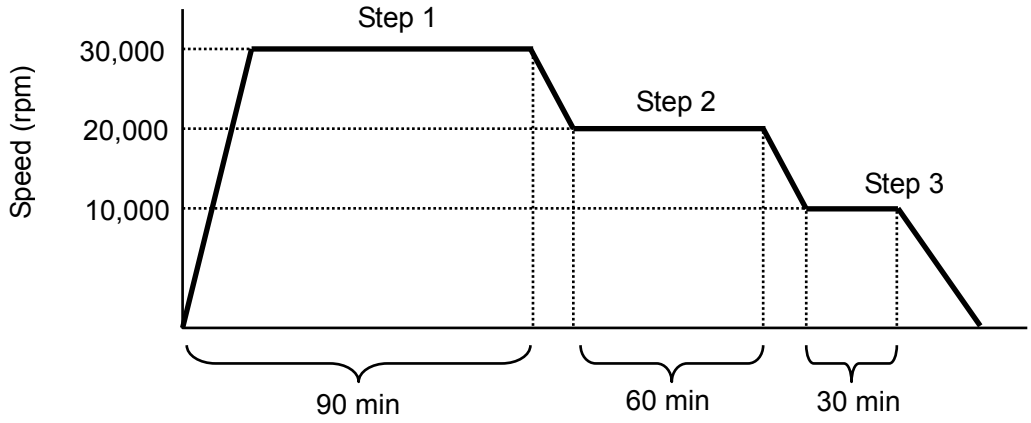

Fig. 2-3-1 (1) Example of step-mode operation
In this example, the operations shown in Fig. 2-3-1 (1) are performed automatically.